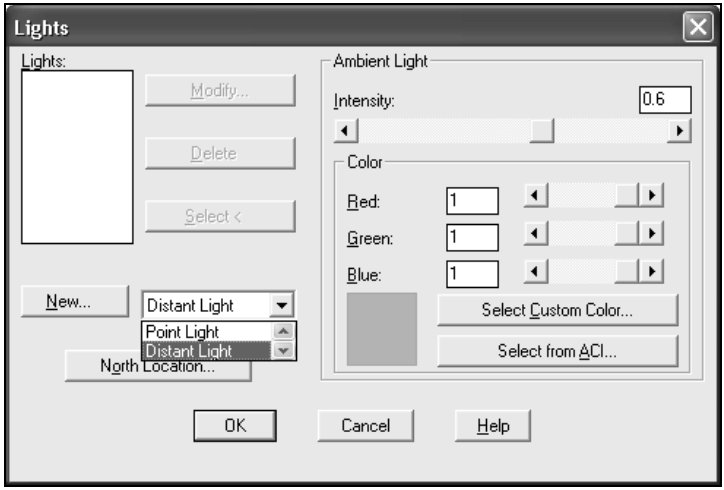

Рис. 12.32. Диалоговое окно **Lights**
1. Выбрать пункт **View** (Вид) ⇒ **Render** (Тонирование) ⇒ **Light** (Свет) (можно использовать кнопку **Lights** (Свет) из ПИ **Render** (Тонирование)). В открывшемся ДО **Lights** (Источники света) (рис. 12.32) в области **Ambient Light** (Рассеянный свет) представлены средства управления рассеянным освещением.
4. В раскрывающемся списке (см. рис. 12.32), расположенном справа от кнопки **New** (Новый), выбрать тип источника света, например **Distant Light** (Удаленный). AutoCAD поддерживает три типа осветителей: **Point Light** (Точечный) — для источника в виде лампочки или светильника; **Distant Light** (Удаленный) — для источника, испускающего параллельные световые лучи в одном направлении (такие источники часто используются для имитации солнечного света); **Spotlight** (Прожектор) — для источ-
1. В ДО **Lights** (Свет) в списке (см. на рис. 12.32, справа от кнопки **New** (Новый)) выбрать тип источника света **Point Light** (Точечный).